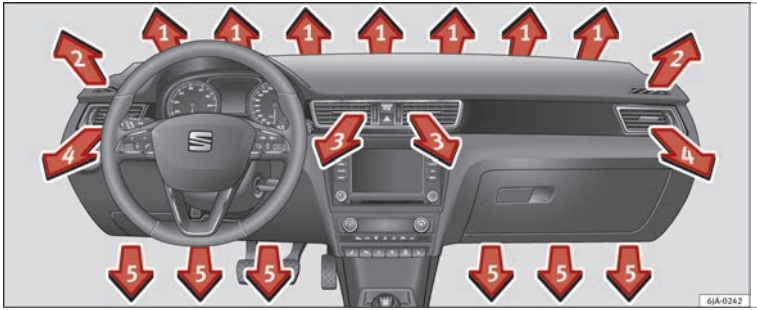
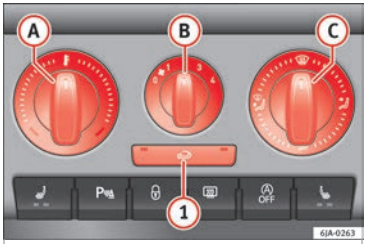

Fig. 168 Air vents
Fig. 169 Heating: controls.
– The air circulation height can be varied by changing the position of the sliding adjuster upwards or downwards ››› Fig. 168.
The flow of air from the vents is controlled using control (C) ››› Fig. 169. Vents **3** ››› Fig. 168 and **4** can be opened and closed individually.
– Turn rotary control (A) ››› Fig. 169 clockwise to increase the temperature.
– Turn rotary control (A) anti-clockwise to reduce the temperature.
– Turn rotary control (B) ››› Fig. 169 to position 1 to 4 to switch the blower on.
– Turn rotary control (B) to position 0 to switch the blower off.
– Press button (1) ››› ⚠ in Air recirculation on page 145 to close the fresh air vent.
– Turn rotary control (C) ››› Fig. 169 to select the air vents ››› page 143, Air vents you wish to activate.
All controls, except control (B) ››› Fig. 169, can be set to any intermediate position.
If the rotary switch (C) ››› Fig. 169 is in the thaw position, the recirculation flap will always be open (button light off).
- Press button (1) ››› Fig. 169, the switch's lamp will light up, indicating that air recirculation inside the vehicle has been activated.